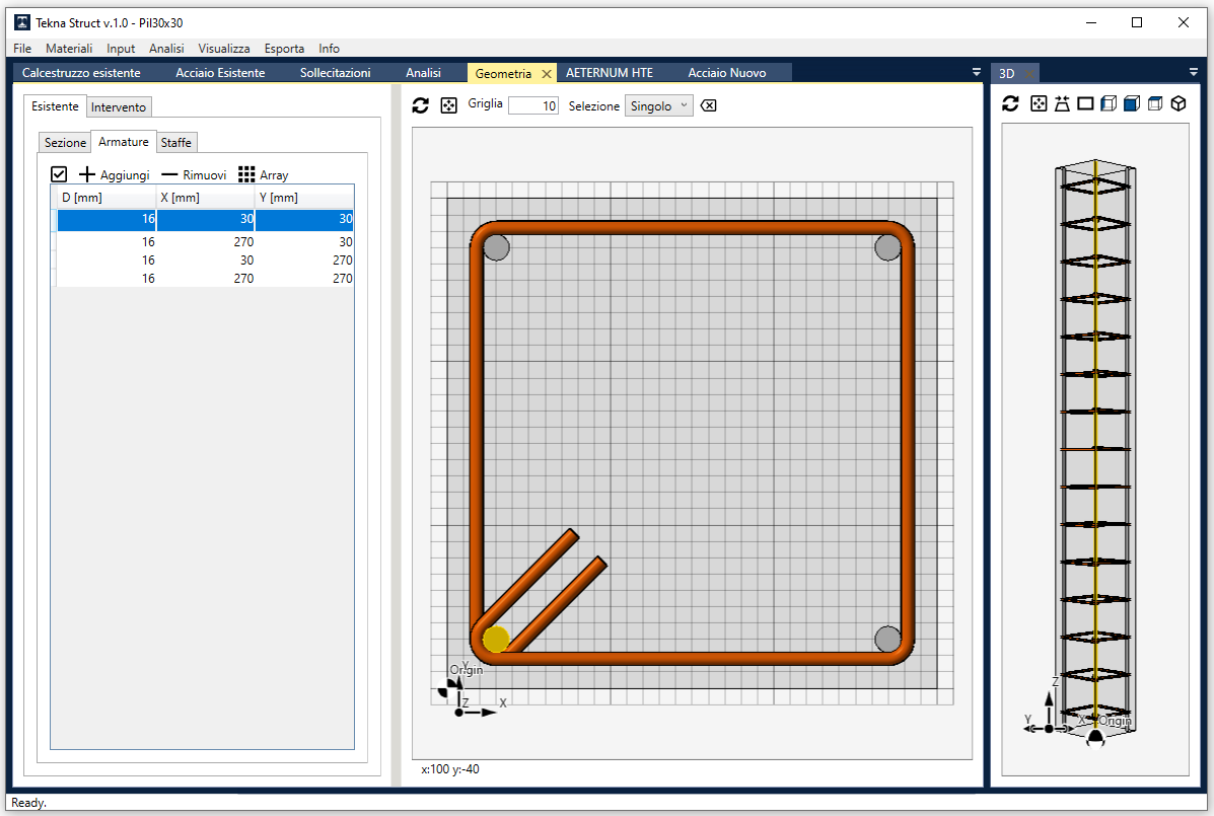

Fig. 21 – Menu Armature esistenti – ferri d'armatura
- le armature esistenti. Nella tabella *Armature* è possibile aggiungere/rimuovere le armature, specificandone il diametro e la relativa posizione (Fig. 21), espressa nel sistema di riferimento cartesiano x-y, tranne che nel caso della sezione circolare, nel quale la posizione si esprime nel sistema di riferimento polare R-θ.